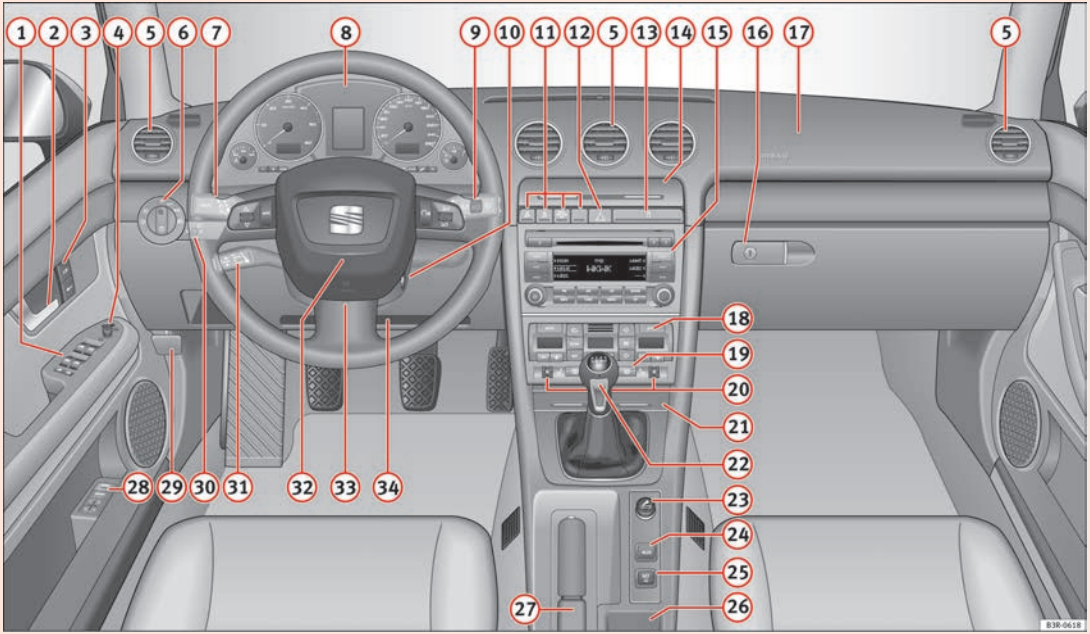

Abb. 36 Einige der gezeigten Instrumente oder Anzeigefelder gehören nur zu bestimmten Modellausführungen oder sind Mehrausstattungen.
- Bei Fahrzeugen mit Rechtslenkung* weicht die Anordnung der Bedienungselemente zum Teil von der in ⇒ Abb. 36 gezeigten Anordnung ab. Die Symbole, die die Bedienelemente markieren, sind jedoch gleich.